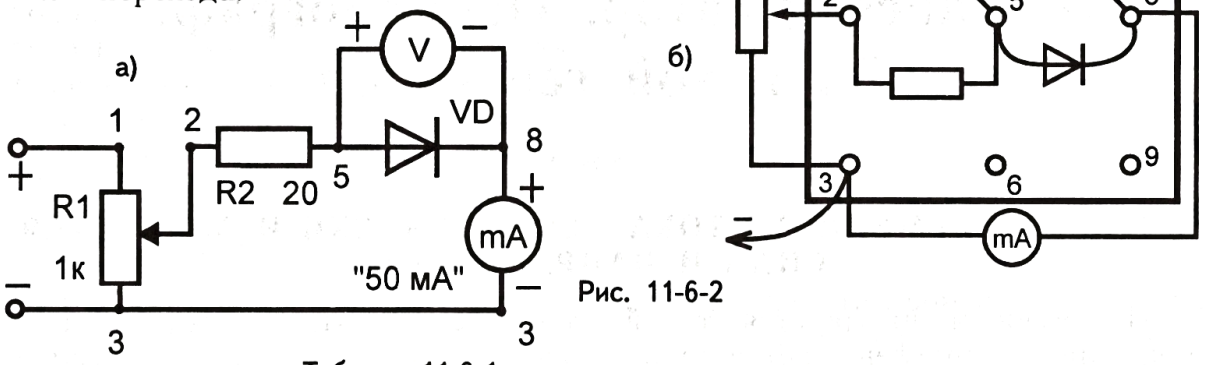
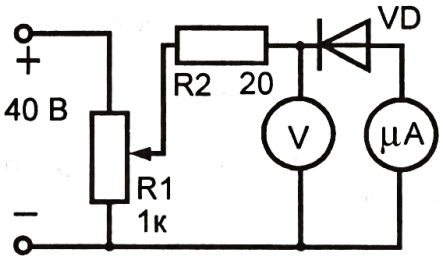

Рис. 11-6-2
Рис. 11-6-3
1. Соберите электрическую цепь по рис. 11-6-2, а и б. В ней переменный резистор *R1* служит для плавного регулирования напряжения на диоде, а резистор *R2* играет роль ограничителя тока, защищая миллиамперметр от перегрузки.
На рис. 11-6-3 приведена схема для исследования зависимости силы обратного тока от напряжения на диоде.
Она отличается от предыдущей установки тем, что на потенциометр *R1* подается довольно высокое напряжение (можно использовать сетевой блок питания, например, ВС-24), и клеммы вольтметра охватывают не только электроды диода, но и последовательно соединенный с ним микроамперметр. Это легко объясняется, если вспомнить о сопротивлении вольтметра, которое гораздо меньше, чем обратное сопротивление диода. Если бы мы подключили его к диоду так же как на рис. 11-6-2, а, микроамперметр показал бы не столько силу обратного тока диода, сколько силу тока, проходящего через катушку вольтметра. А при таком соединении (рис. 11-6-3) весьма малым сопротивлением микроамперметра по сравнению с очень большим обратным сопротивлением диода можно пренебречь. Ограничительный резистор *R2* в этой схеме можно исключить.